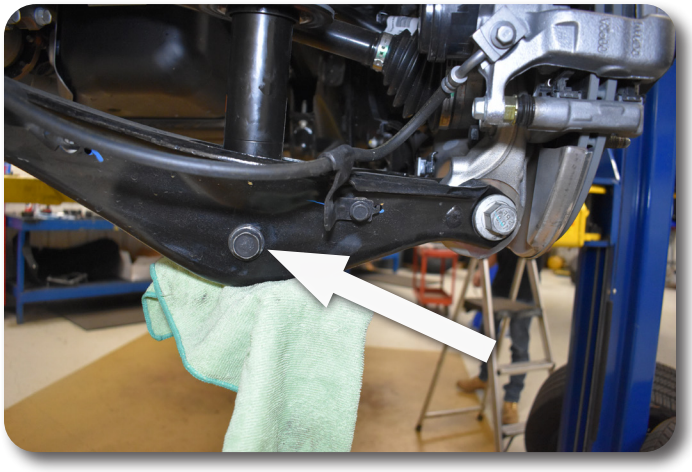

Figure 5
8. Disconnect the lower strut nut. Do not remove the bolt. Figure 5